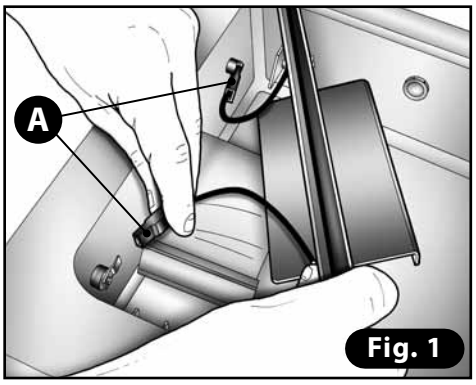

Fig. 1
2) Disconnect the two sealing bar connection wires **(A - Fig. 1)**.
1) Remove sealing bar **(A)** from its seat by releasing the two connection wires **(B) (Fig. 1)**.